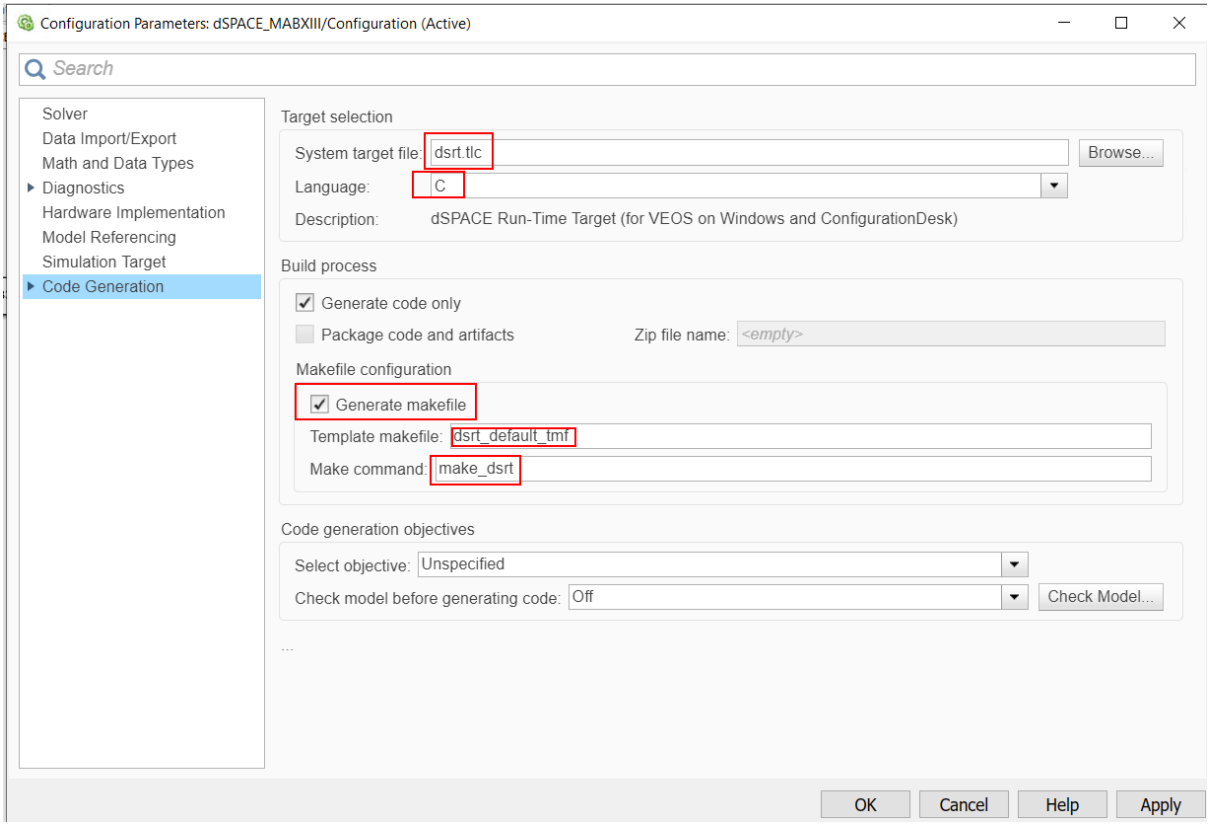

Figure 10.38: Set the Simulink code generation options.
9) In the "Code Generation" tab, set the options (see Figure 10.38):